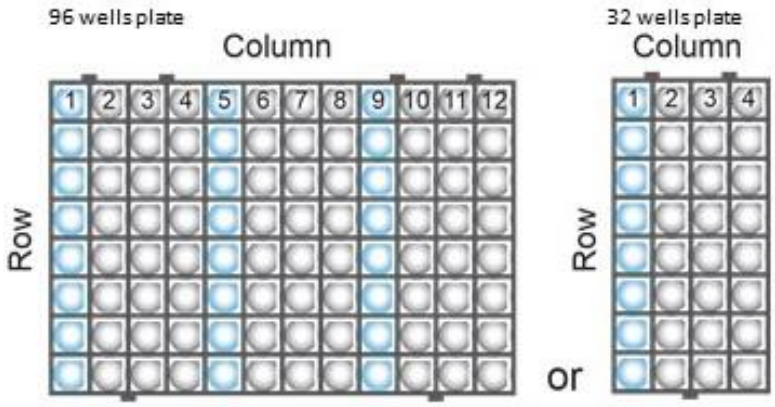

Figure 2: Samples wells (marked in blue) in respect to the Plate type
2. Invert the tested samples gently several times to mix and transfer 200µ of each samples into the sample wells (in a 96 wells plate: apply samples to the 1st, 5th, and 9th columns; in a 32 wells plate: apply samples to the 1st column) of the extraction plate (figure 2).